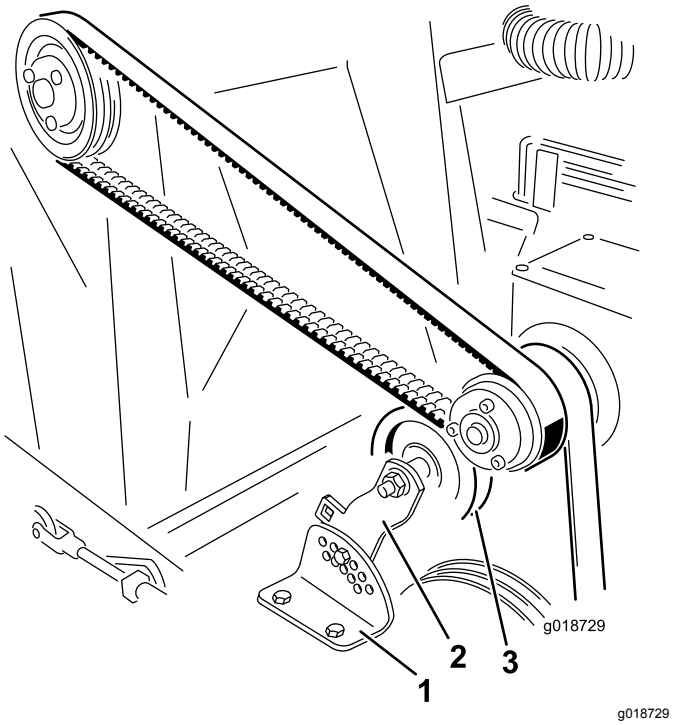

Figur 23
2. Fjern møtrikken og bolten, der fastgør styreremskivebeslaget til spændingsjusteringsbeslaget (Figur 23).